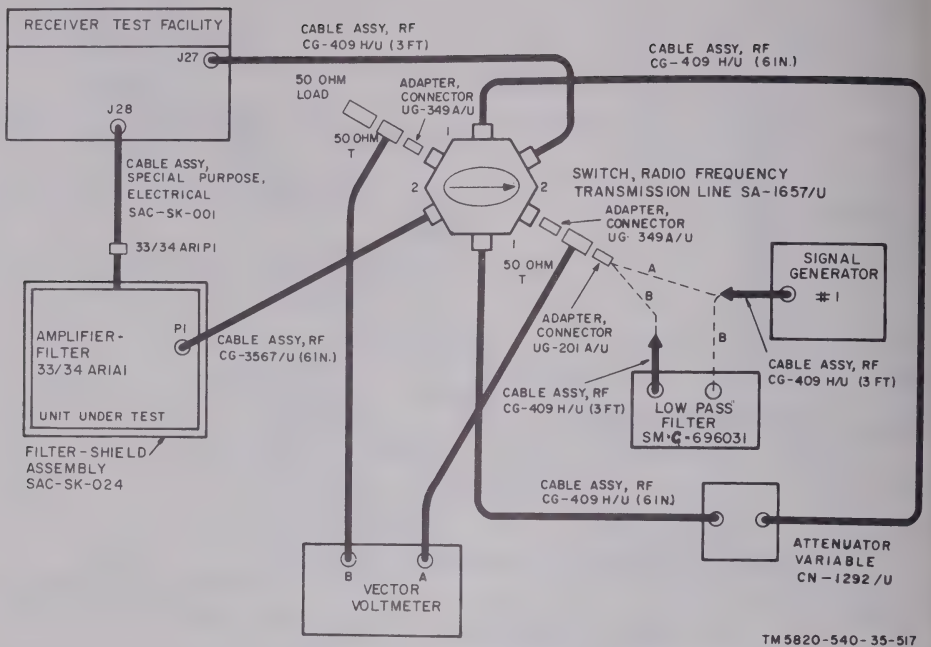

Figure 4–287. Amplifier-filter 33/34AR1A1 insertion loss and rejection check, test setup.
(11) Using the shorting tool, short circuit L2 and adjust L3 for a null in response at 38.5 MHz.
(12) With L2 shorted, a second null should appear at approximately 22 MHz.
(13) Connect the test equipment as shown in C, figure 4–286.
(14) Using the shorting tool, short circuit L3. A null should appear at approximately 22 MHz.
(15) Repeat *b*(1) above.